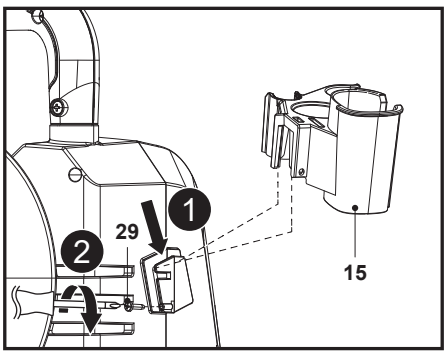

Fig. 1a
1. Deslize o suporte da suspensão (15) para o respetivo apoio e alinhe o orifício de montagem e, em seguida, utilize uma chave de parafusos de cabeça cruzada adequada (não fornecida) adequada para fixar a ligação com o parafuso (ST3,5 x 13) (29) (Fig. 1a).